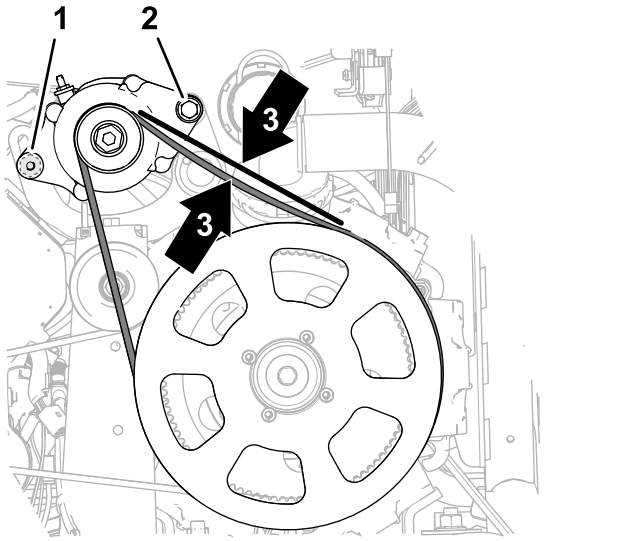

Figur 184
4. Drej generatoren (Figur 184) opad for at øge remspændingen, indtil du kan måle 9,5 mm